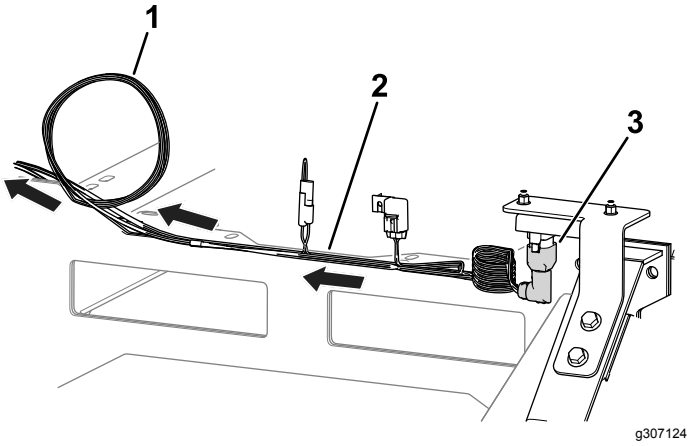

Figure 4
4. Install the wire harness connector labeled P02 to the slope sensor (Figure 4).
5. Route the wire harness towards the control panel (Figure 4) and ensure that it is secured and away from moving parts or pinch points.
6. Coil any additional amount of wire harness to the left of the control panel (Figure 4).